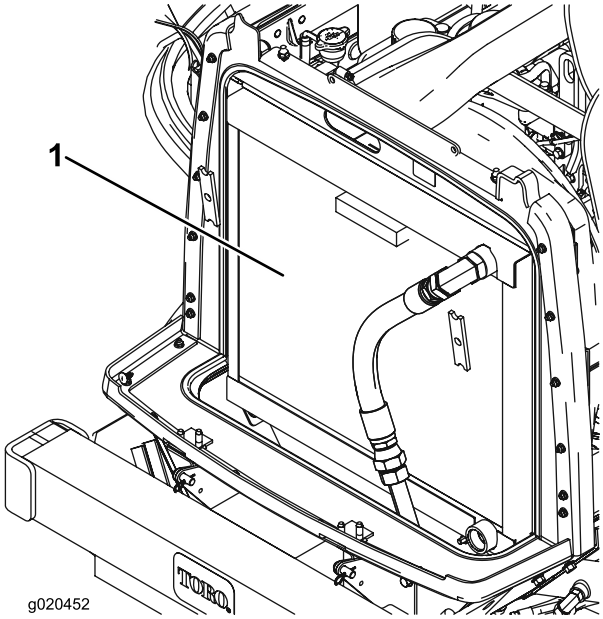

図 66
2. オイルクーラとラジエターの両方の裏表図66を圧縮空気で丁寧に清掃する。ファン側から清掃を始め、車体後方に向けてごみを吹き飛ばす。その後、今度は後ろ側から前側に向かって吹きつけて清掃する。この作業を数回繰り返してごみやほこりを十分に落とす。